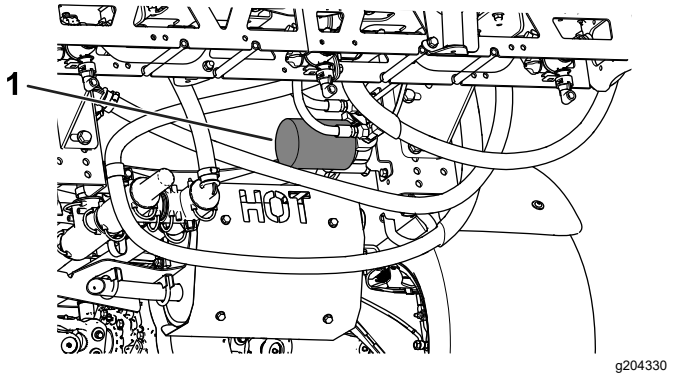

Figur 57
4. Ta bort filtret (Figur 57).